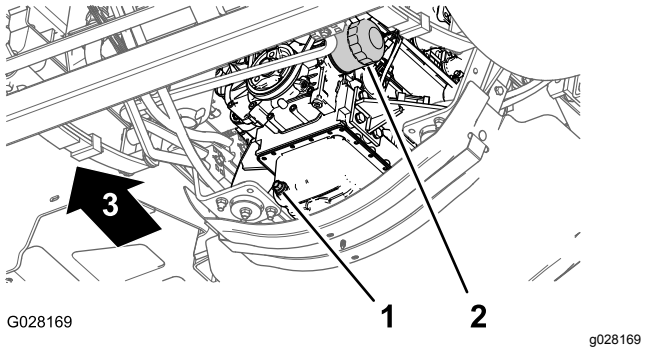

Figur 71
3. Placer en dræningsbakke under motoroliefilteret (Figur 71).
4. Fjern det gamle oliefilter (Figur 71).
8. Monter oliefilteret i filteradapteren, drej oliefilteret med uret, indtil gummipakningen berører filteradapteren, og spænd dernæst filteret yderligere 1/2 omgang (Figur 71).
1. Placer en dræningsbakke under aftapningsproppen (Figur 71).
2. Fjern aftapningsproppen (Figur 71), og lad olien løbe helt ud.